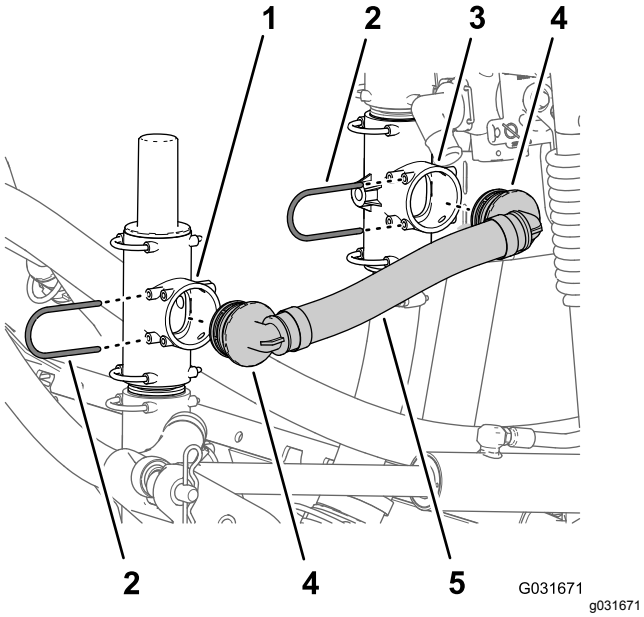

Figur 224
1. Rikta in övertrycksslangens (Toro-artikelnr 131-9647) 90-graderskoppling med den öppna porten på övertryckskopplingen och för in 90-graderskopplingen så att den sitter ordentligt i T-kopplingen (Figur 224).
2. Fäst 90-graderskopplingen på övertrycksventilen med hållaren (Figur 224) som du tog bort i steg 1 i Montera den svängbara slangvindan på grenrörsfästet (sida 83).
3. Rikta in övertrycksslangens (Toro-artikelnr 131-9647) 90-graderskoppling med den öppna porten på den nedre T-kopplingen och för in 90-graderskopplingen så att den sitter ordentligt i T-kopplingen (Figur 224).
4. Fäst 90-graderskopplingen på den övre T-kopplingen med hållaren (Figur 224) som du tog bort i steg 2 i Montera den svängbara slangvindan på grenrörsfästet (sida 83).
5. Sätt fast den raka hullingförsedda kopplingen på vätskeavstängningsventilen (Figur 224) med en hållare (Toro-artikelnr 131-0235).